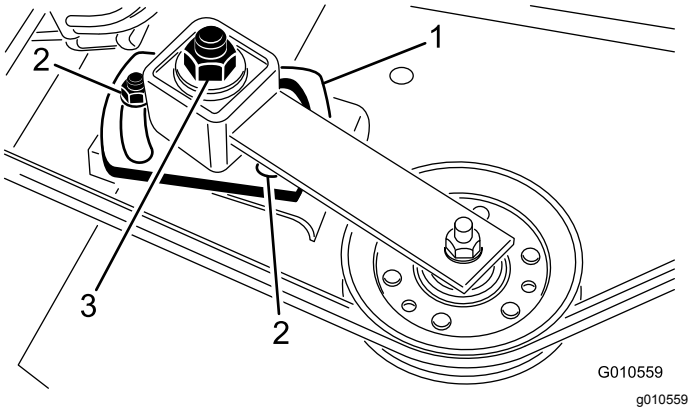

Figur 29
5. Stram justeringsmutteren for lederullen til 47–54 N·m ved hjelp av en pipe- og en momentnøkkel (Figur 29).